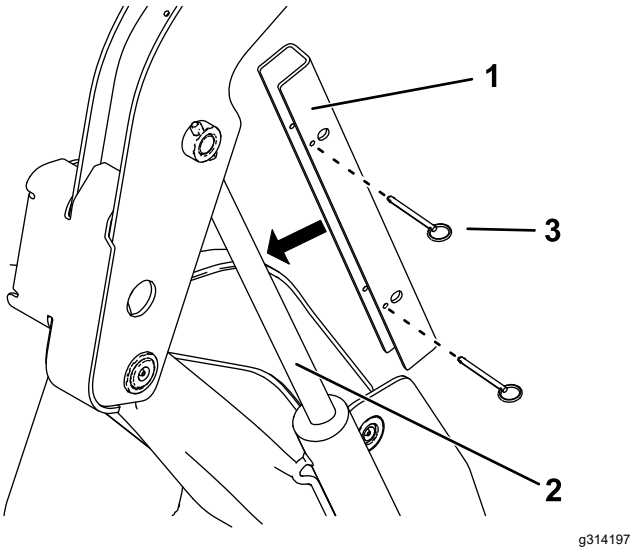

**Figura 31**
5. Coloque el bloqueo del cilindro sobre la varilla del cilindro de elevación (Figura 31).